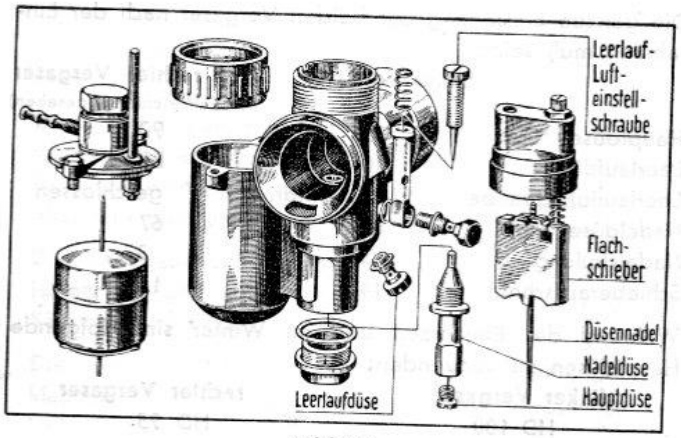

Bild 11
45. Reinigung und Kontrolle der Vergaser (siehe Bild 11)